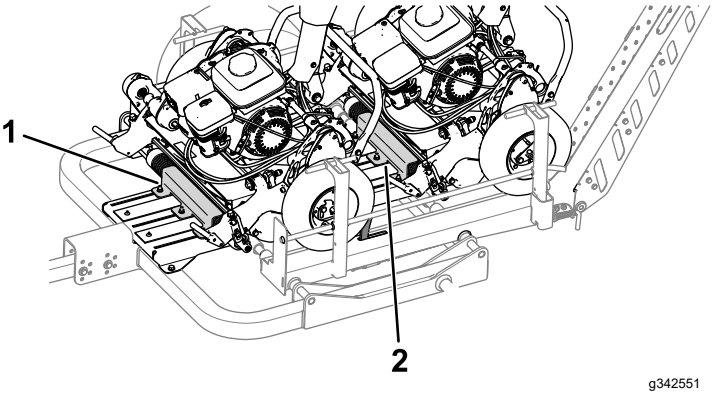

Figur 31
B. Skjut tillbaka det bakre rullfästet (Figur 31) tills det kommer i kontakt med den bakre maskinens främre rulle.
E. Skjut tillbaka det främre rullfästet (Figur 31) tills det kommer i kontakt med den främre maskinens främre rulle.